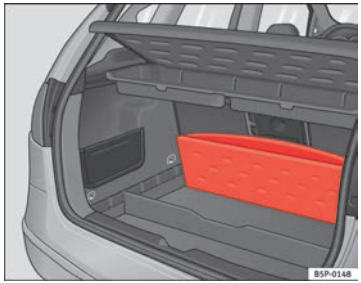

Fig. 105 Variable luggage compartment floor storage compartment
– Lift the luggage compartment floor and fold it back all the way ⇒ Fig. 105.